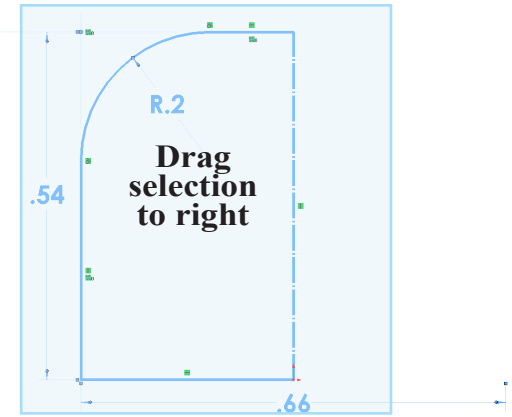

Fig. 7
Step 11. Drag a selection to select all geometry, **Fig. 7**.